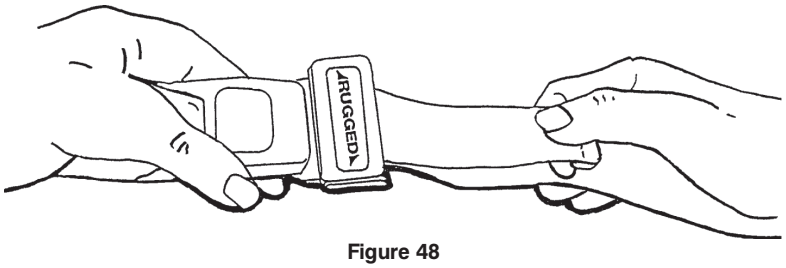

Figure 48
- **Pour rallonger la sangle de retenue**, saisir la boucle mâle, la tenir inclinée vers l’intérieur de la sangle et tirer sur la sangle (Figure 48). Un bourrelet cousu à l’extrémité de la sangle empêche la boucle mâle de sortir de la sangle.
- **Pour raccourcir la sangle**, saisir le bourrelet cousu et tirer la sangle à travers le fermoir jusqu’au serrage adéquat (Figure 48).